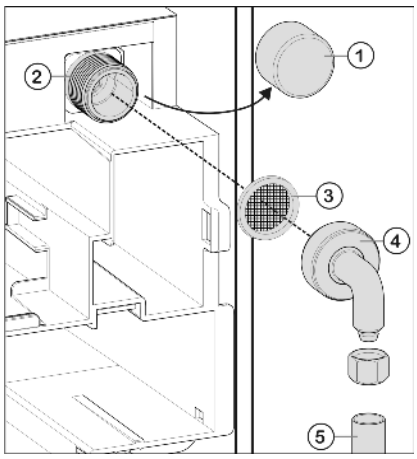

Fig. 19
- ▶ Remove the cap *Fig. 19 (1)* from the solenoid valve *Fig. 19 (2)*.
- ▶ Ensure that the gasket *Fig. 19 (3)* is inserted in the elbow connection *Fig. 19 (4)* supplied.
- ▶ Connect the elbow adapter *Fig. 19 (4)* to the solenoid valve *Fig. 19 (2)* and tighten with an open-ended wrench, for example.
- ▶ Connect the domestic water supply *Fig. 19 (5)* (e.g. copper pipe) to the elbow connector *Fig. 19 (4)*.